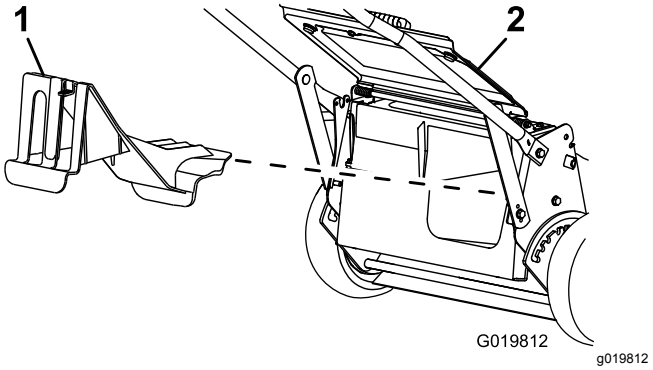

Figuur 22
- Als de afsluiter van de achteruitworp niet aan de machine is bevestigd, neem deze dan vast bij de handgreep, til de afvoergeleider aan de achterzijde op, en breng de afsluiter in het achteruitworpkanaal tot de vergrendeling op zijn plaats valt; zie Figuur 22.
2. Verwijder de afsluiter van het achteruitwerp-kanaal door de vergrendeling met uw duim naar beneden te drukken en de afsluiter uit de machine te trekken (Figuur 22).